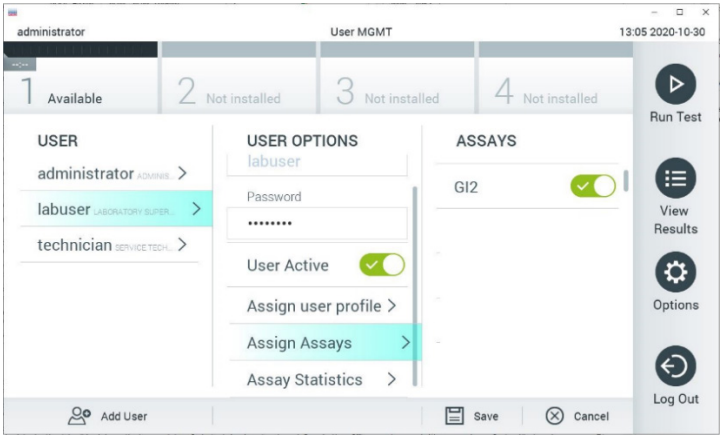

Рисунок 58. Назначение активной тест-системы
8. Чтобы назначить активную тест-систему пользователю, нажмите на кнопку **Options** (Опции), а затем — на кнопку **User Management** (Управление пользователями). Выберите пользователя, которому будет разрешено запускать тест-систему. При необходимости, это действие можно повторить для каждого пользователя, созданного в системе. Затем выберите **Assign Assays** (Назначить тест-системы) в области «User Options» (Опции для пользователей). Активируйте тест-систему и нажмите кнопку **Save** (Сохранить) (рисунок 58).